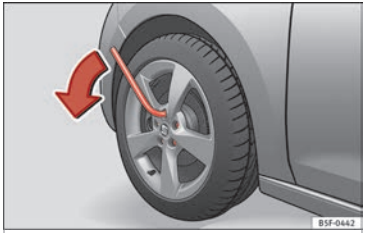

Fig. 64 Wheel: loosen the wheel bolts.
- Turn the wheel bolt approximately one turn to the left ››› **Fig. 64** (arrow). To apply the required torque, hold the wheel brace at the end. If it is not possible to loosen a wheel bolt, carefully apply pressure with one foot on the end of the box spanner. Hold on to the vehicle for support and take care not to slip.